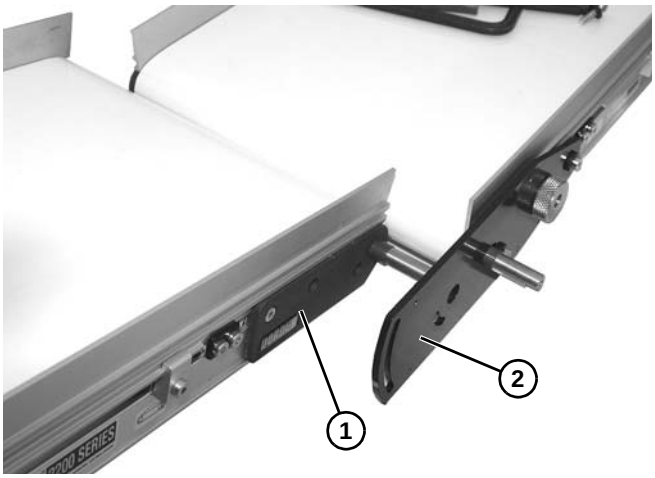

Abbildung 18
5. Spannseite des Antriebförderbands **(Abbildung 18, Teil 1)** auf Slave-Antriebsplatte **(Abbildung 18, Teil 2)** einbauen.